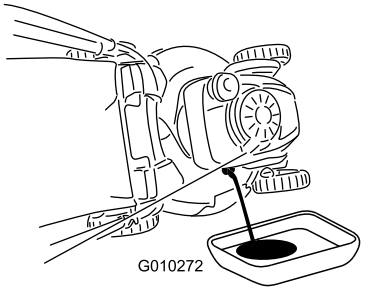

Figuur 23
4. Kantel de machine op de zijkant (met de peilstok omlaag) om de gebruikte olie via de vulbuis in een opvangbak te laten lopen (Figuur 23).